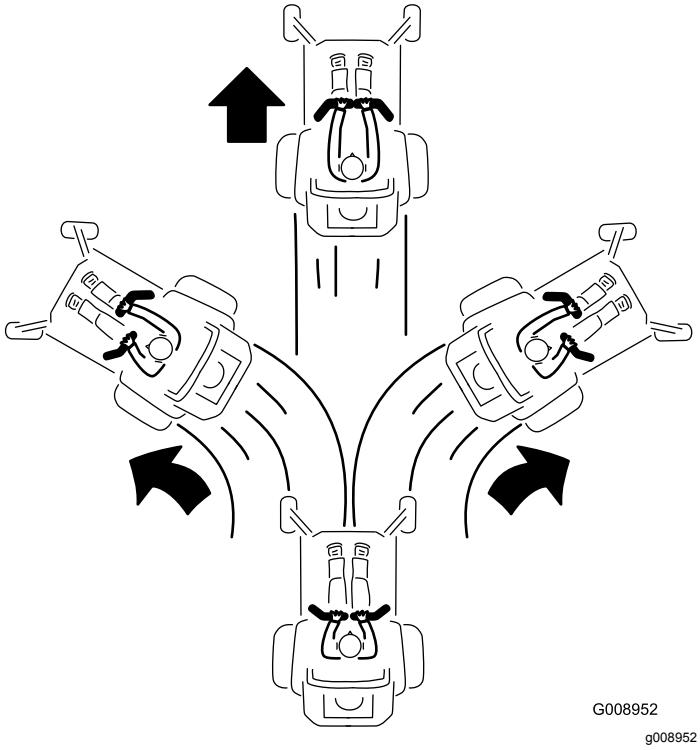

Figure 28
3. Pour vous déplacer en marche avant, poussez lentement les leviers de commande de déplacement vers l'avant (Figure 28).